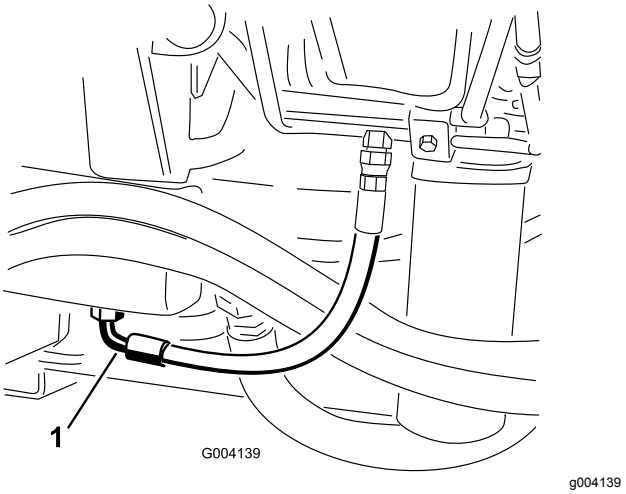

Figur 100
3. Anbring en stor bakke under stykket, der sidder i bunden af hydraulikvæskebeholderen (Figur 100).